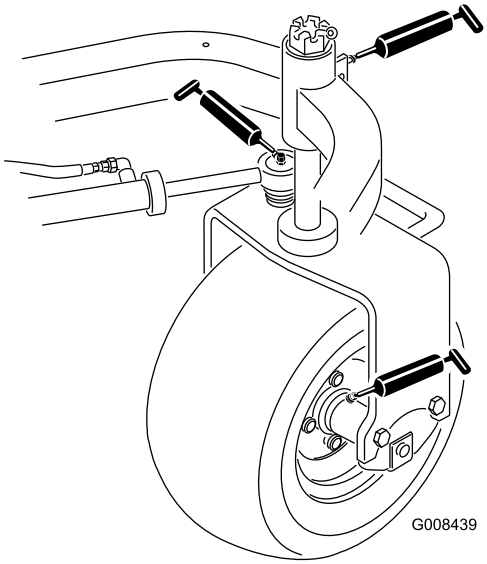

**Figur 33**
- Bageste hjulnav (1) (Figur 33)
- Styrehjulets leje (1) (Figur 33)
- Styretøjscylinderen (2) (Figur 33)